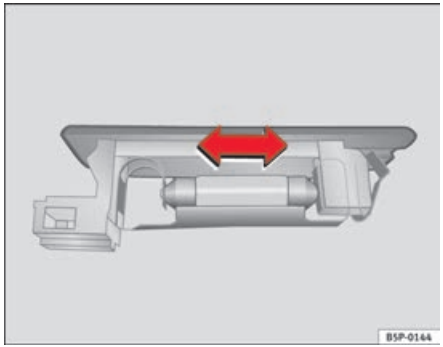

Fig. 170 Luggage compartment light
– Press the lamp sideways and remove it from its housing ⇒ fig. 170. ■